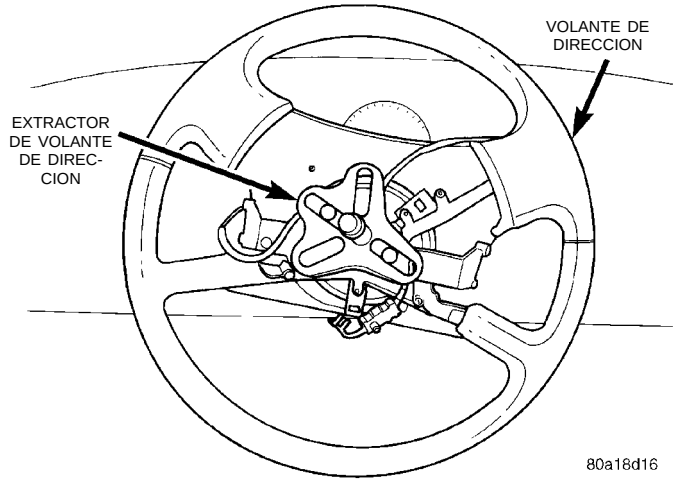

Fig. 13 Extractor del volante de dirección instalado
(12) Instale el extractor, CJ2001P de calce, o un equivalente en el volante de dirección (Fig. 13).